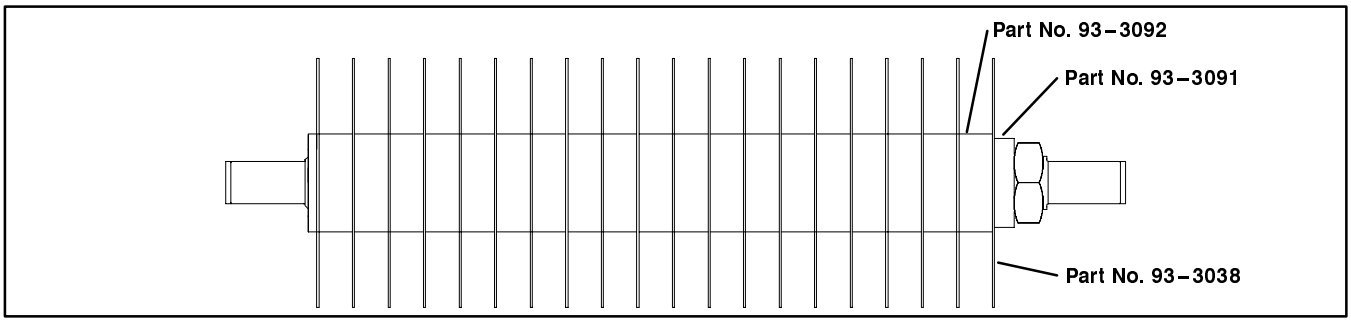

Figure 13
1" Spacing, Kit Part No. 93–4346 – Includes (4) Blades (part no. 93–3038), (15) 1/4" Thick Spacers (part no. 94–2720) and (4) 1" Thick Spacers (part no. 93–3092) (Fig. 13).